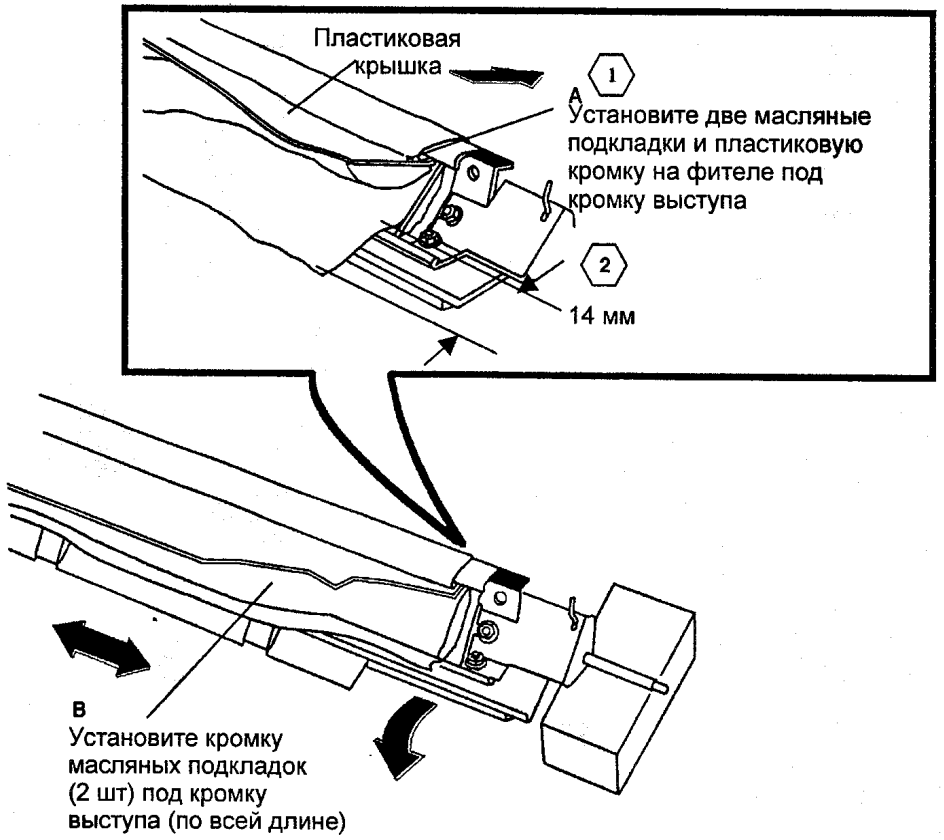

Рис. 2 Установка новых масляных подкладок
1. (РИС. 2): УСТАНОВИТЕ НОВЫЕ МАСЛЯНЫЕ ПОДКЛАДКИ.